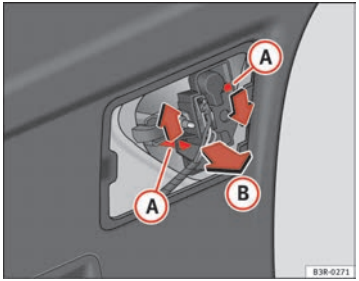

Fig. 234 Remove the bulb holder ▶
- Press on the tabs (A) ⇒ page 281, fig. 234 in the direction of the arrows and remove the bulb holder by pulling in the direction of the arrow (B).